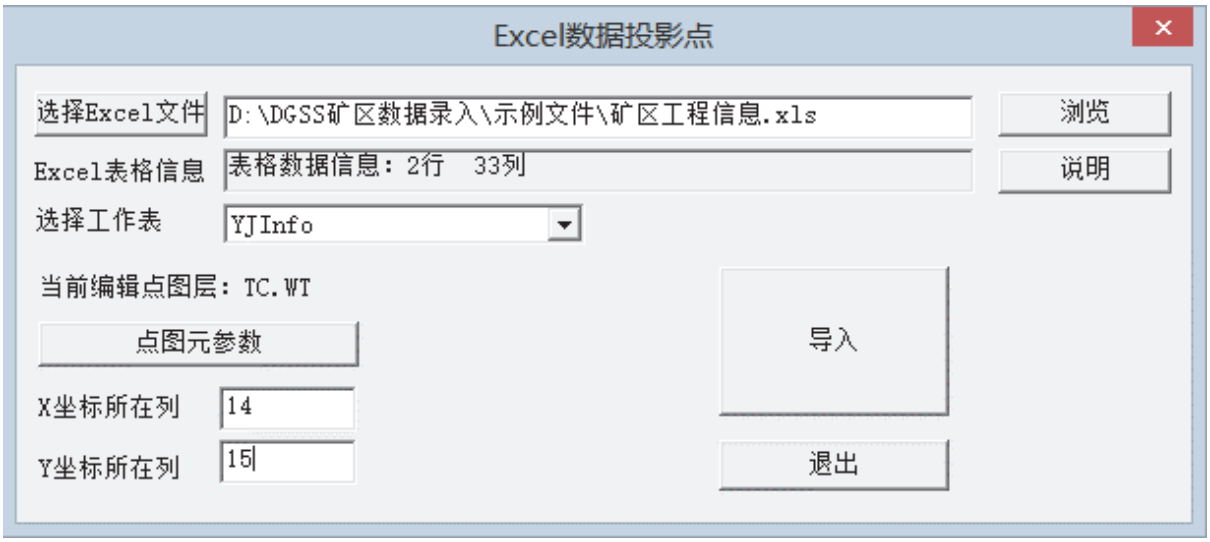
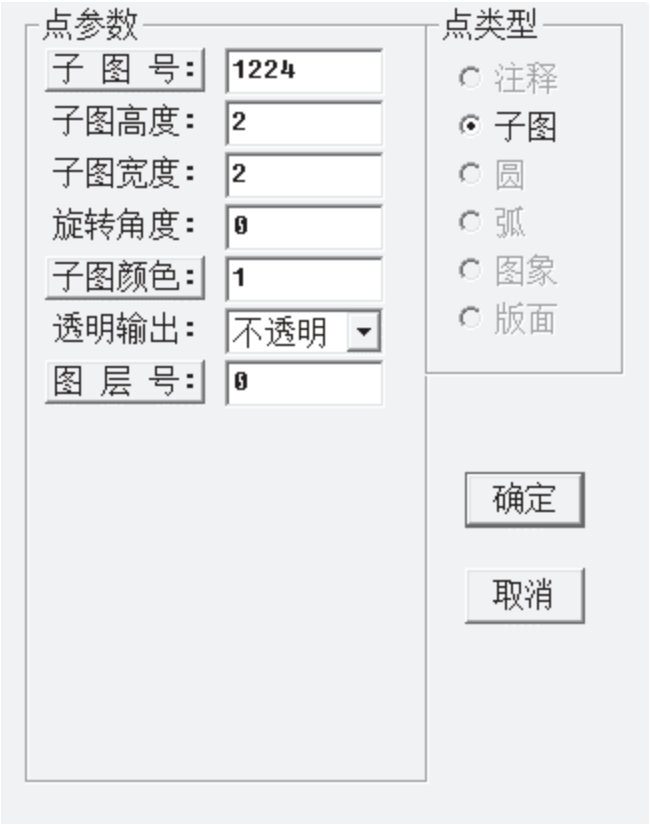

图 4-32
图 4-33
3. 在弹出的“Excel 数据投影点”对话框(见图 4-32)中，点击“浏览”，选择“矿区工程信息.xls”文件，工作表选择“YJInfo”，点图元参数按图 4-33 中的参数设置，X 坐标所在列输入14，Y 坐标所在列输入 15，确认无误后单击“导入”；